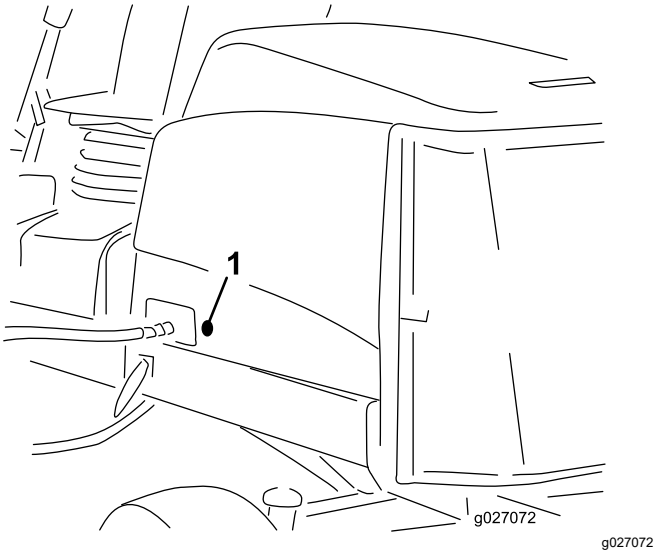

**Figuur 35**
2. Verwijder de rubberen ring uit de opening in de linkerkant van de motorkap (Figuur 35).